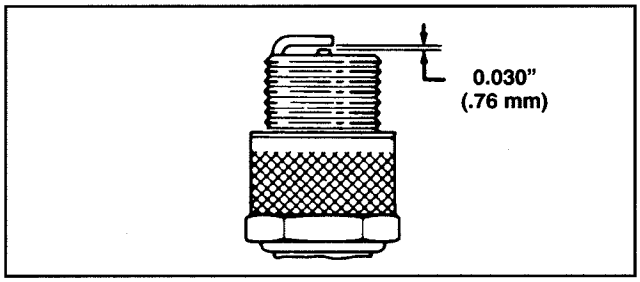

Figure 16
3. Régler l'écartement de l'électrode à 0,76 mm (0,030 pouce) (fig. 16). Installer la bougie ainsi préparée et le joint d'étanchéité. Serre à un couple de 19 N·m (14 pieds-livres).